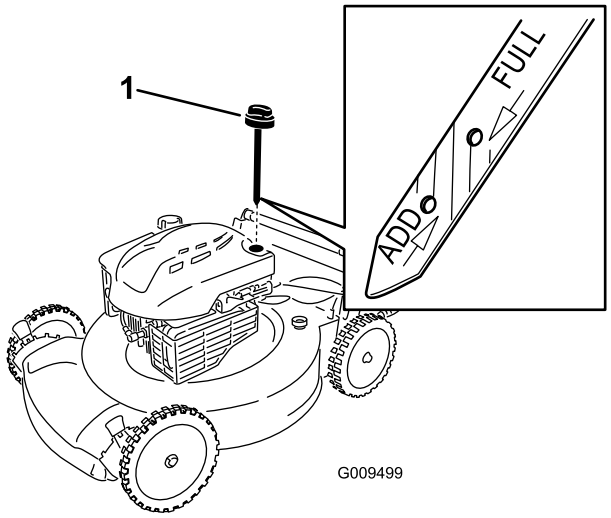

Figuur 19
6. Neem de peilstok uit de vulbuis (Figuur 19).